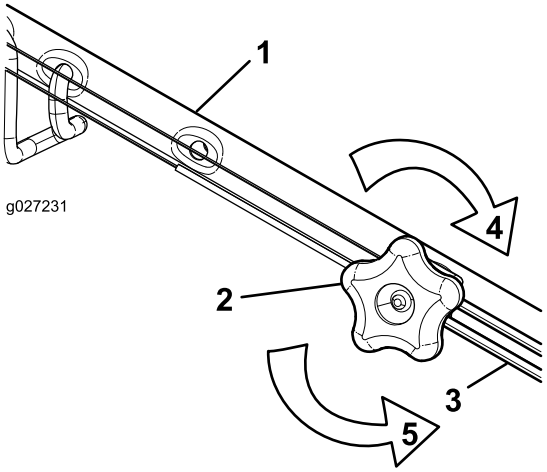

Figur 27
1. Drej justeringsgrebet mod uret for at løsne kabeljusteringen (Figur 27).
2. Juster stramningen på kablet (Figur 27) ved at trække det tilbage eller skubbe det frem og holde den position.